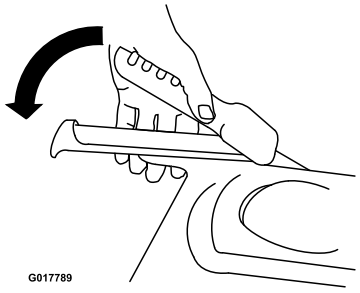

Bild 12
2. Drücken Sie den linken Fahrantriebshebel langsam zum Holm (Bild 12).